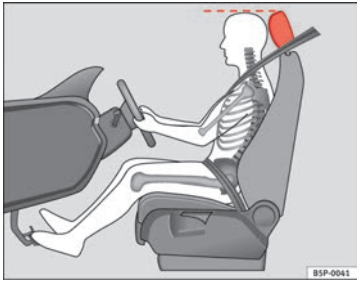

Fig. 2 Proper head restraint position for driver
– Adjust the head restraint so that its upper edge is at the same level as the top of your head, or as close as possible to the same level as the top of your head ⇒ Fig. 2.